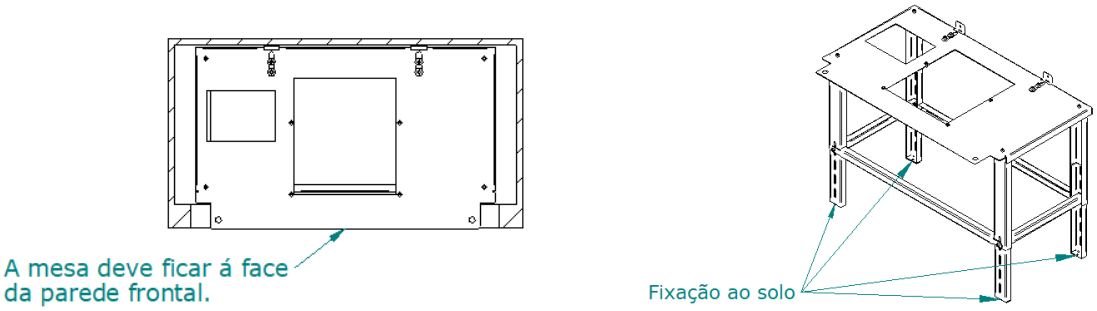

Figura 7 – Montagem mesa auxiliar
5. Colocar a mesa auxiliar na sua posição final, lembrar que mesa tem de estar a face da parede frontal, como pode ser verificado na Figura 7. Em seguida, marcar no chão os quatro furos das pernas, de seguida abre-se a furação, deve-se utilizar os meios necessários para a fixação como indicado anteriormente. No fim deve-se fixar a mesa ao chão.